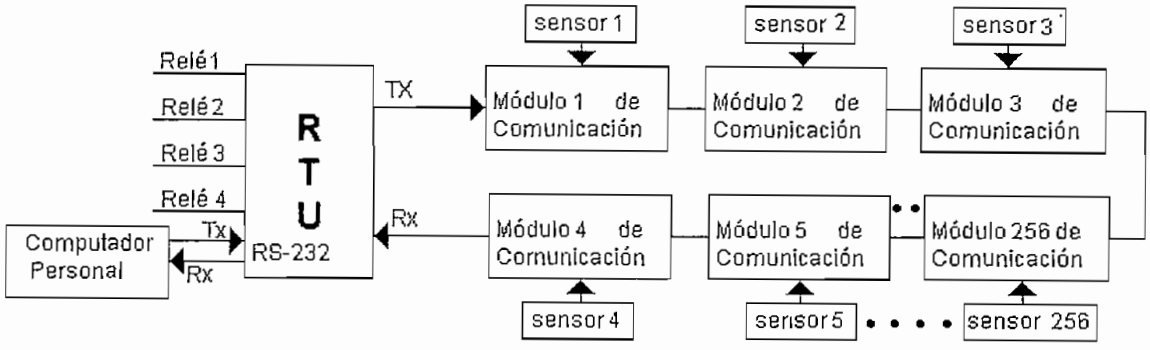

Figura 1.11
10) Para mejorar la alternativa anterior se añade un computador personal dedicado y se utiliza el software Intouch de WonderWare, que se resume en el diagrama de bloques de la Figura 1.11.